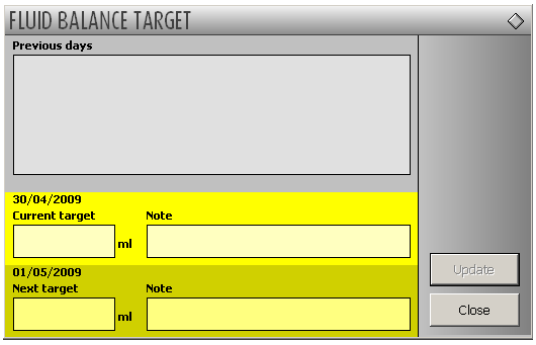

Fig 100 - Fluid balance target
- click the **Target** button. The following window opens (Fig 100).